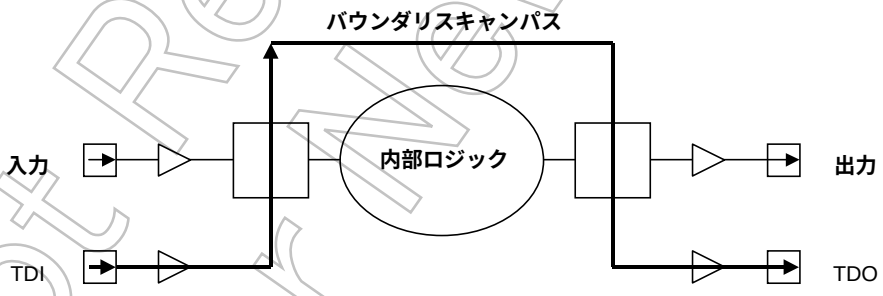

図 21.410 PRELOAD が選択されているときのテストデータの流れ
- PRELOAD は他の命令を選択するまえに、バウンダリスキャンレジスタを初期化するのに使います。例えば、前に述べたように EXTEST 命令を選択するまえに PRELOAD を用いてバウンダリスキャンレジスタを初期化します。PRELOAD はシステムロジックの通常動作に影響を与えずに、バウンダリスキャンレジスタにデータをシフトします。図 21.410 に SAMPLE/PRELOAD 命令の PRELOAD を実行しているあいだのデータの流れを示します。